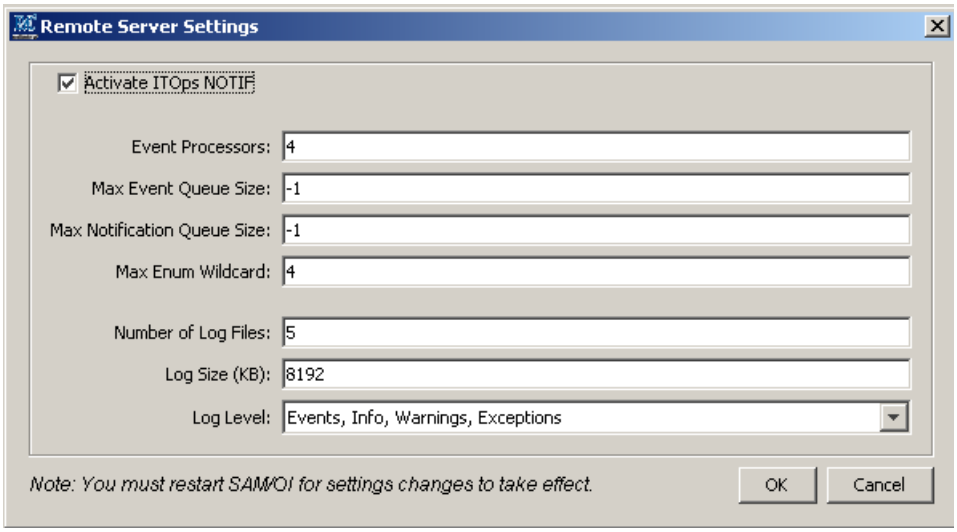

Figure 58 Remote Server Settings dialog box
3. The **Remote Server Settings** dialog box appears that shows the server's current settings as shown in Figure 58 on page 87. The options you can change in this dialog are defined in Table 2 on page 88.